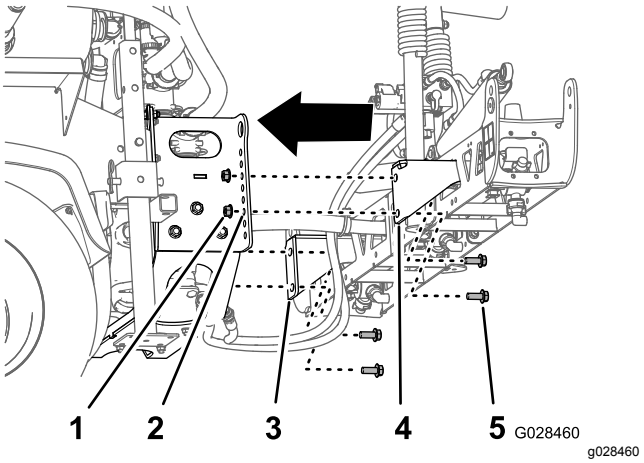

Figur 39
2. Ret bommens hul i midterbommens sektionsmonteringsbeslag ind efter det tredje hul fra bunden af bomstøtterne på sprøjtens platformsstel som vist i Figur 39.